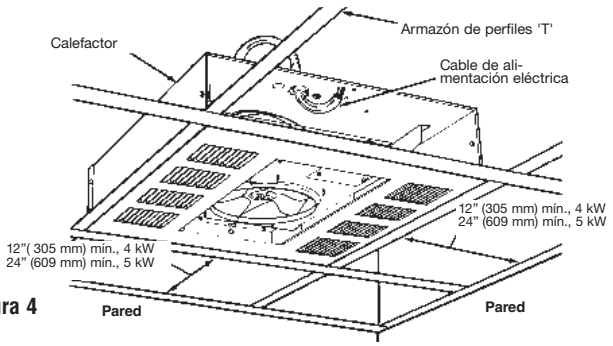

Figura 4
15. Coloque el calefactor en el armazón de perfiles 'T' (Figura 4) y asegúrelo como sea necesario. Vea la Advertencia n.° 9.